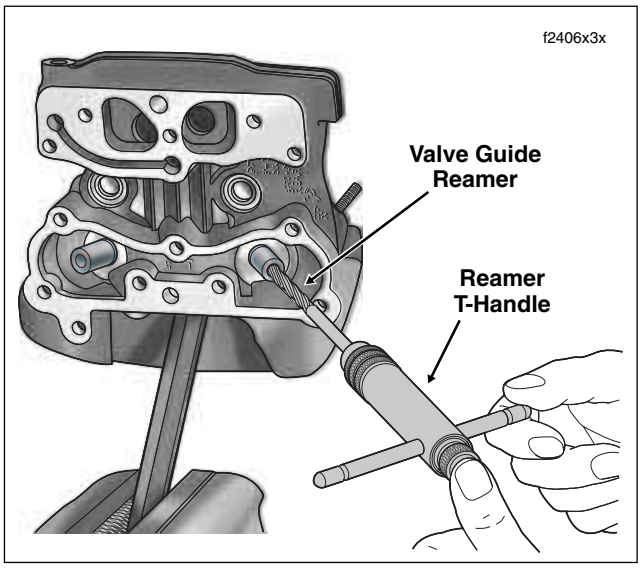

Figure 3-72. Ream Valve Guide Bore
c. Placing thumb on drive socket of reamer T-handle, apply slight pressure on reamer while rotating in a clockwise direction. See Figure 3-72. Squirt additional lubricant onto reamer and into guide as necessary.